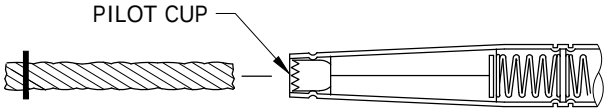
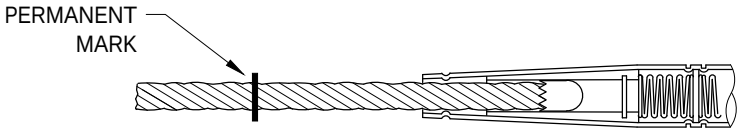

FIGURE 3
FIGURE 4
H. THE FIGURES ABOVE ILLUSTRATE THE BASIC OPERATING PRINCIPLES OF THE AUTOMATIC SLEEVES. AS THE PREPARED CONDUCTOR IS INSERTED INTO THE SLEEVE (FIGURE 3), THE JAWS ARE FORCED TOWARD THE WIDER PORTION OF THE TAPERED SPLICE BODY, PERMITTING THE JAWS TO SEPARATE AND ACCEPT THE CONDUCTOR (FIGURE 4). THE INTERNAL SPRING KEEPS THE JAWS FROM OPENING ANY MORE THAN NECESSARY. WHEN THE CONDUCTOR HAS BEEN COMPLETELY INSERTED, TENSION IS APPLIED, FORCING THE JAWS IN THE DIRECTION OF THE NARROWING TAPER, WHICH IN TURN INCREASES THE COMPRESSIVE FORCES OF THE JAWS UPON THE CONDUCTOR. AS THE LINE TENSION INCREASES, SO DOES THE GRIPPING FORCE OF THE JAWS.